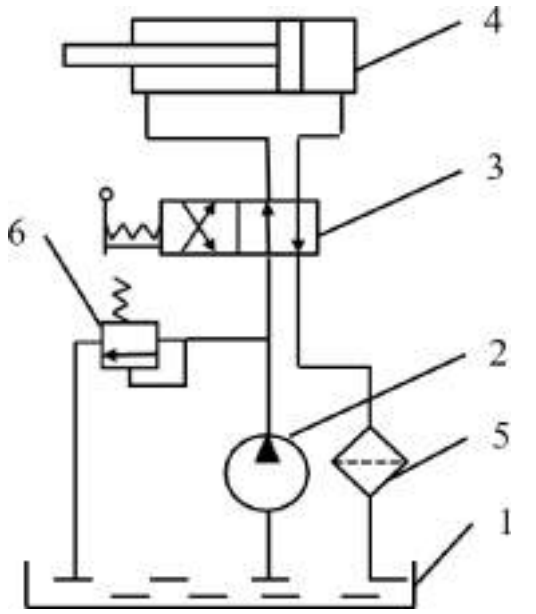

Рис. 1.3. Схема гидропривода с выходным звеном
– гидропривод поступательного движения (рис. 1.3), в котором в ка- честве гидродвигателя применяется гидроцилиндр – двигатель с возврат- но-поступательным движением ведомого звена (штока поршня, плунжера или корпуса);